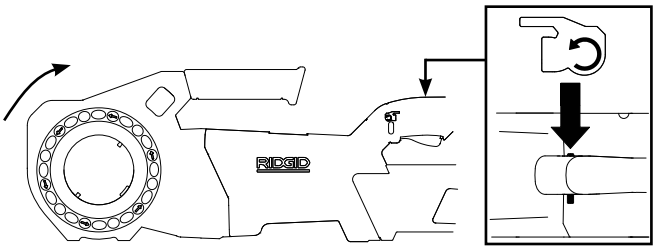

Figure 5A – FORWARD (Clockwise) Switch Position
- Move the Forward/Reverse slide switch to the Forward position. Depress and release the ON/OFF switch. Confirm that the power drive rotates in correct direction *(see Figure 5A)* and stops when releasing the switch.